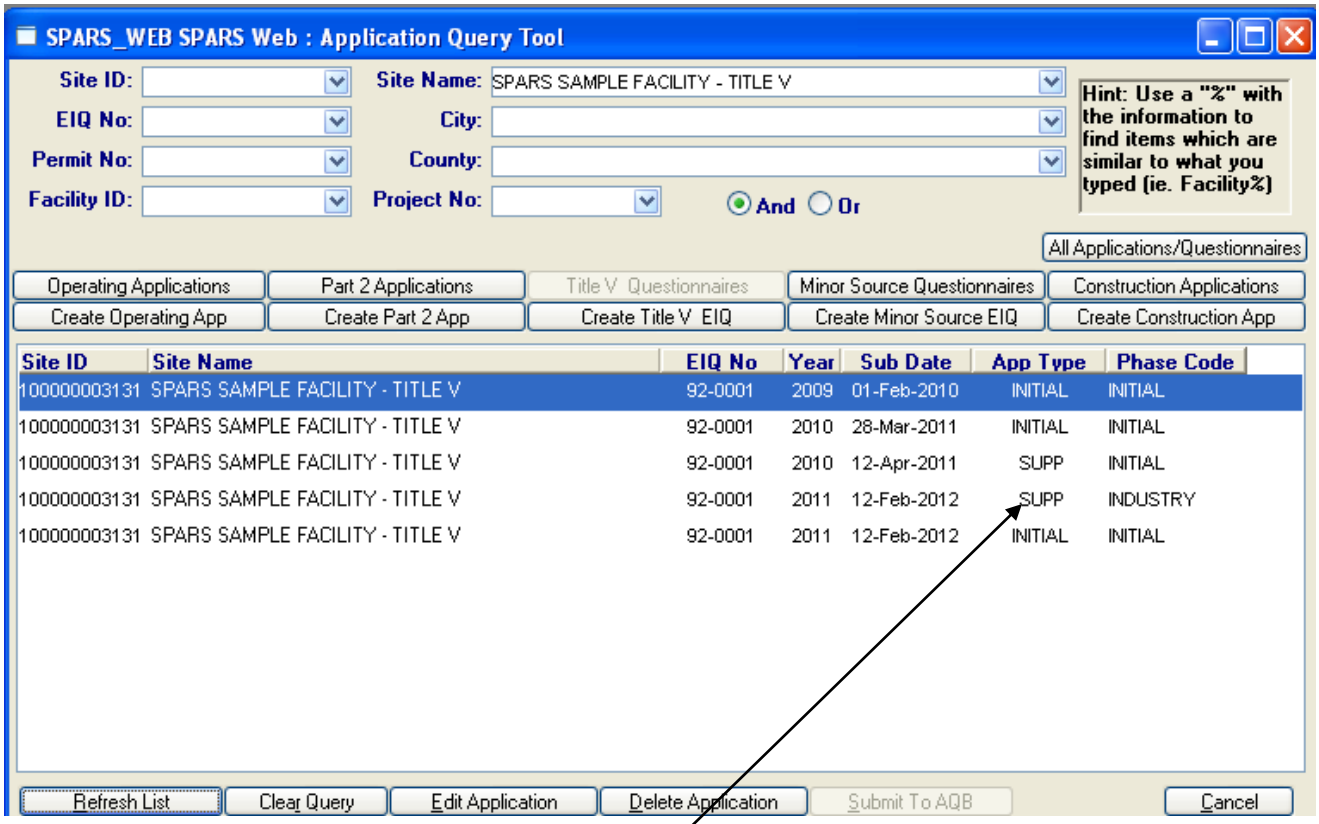

Figure 12.2 – Supplemental Title V Emissions Inventory in the INDUSTRY Phase
5. A supplemental inventory in the INDUSTRY Phase will be created (see Figure 12.2).